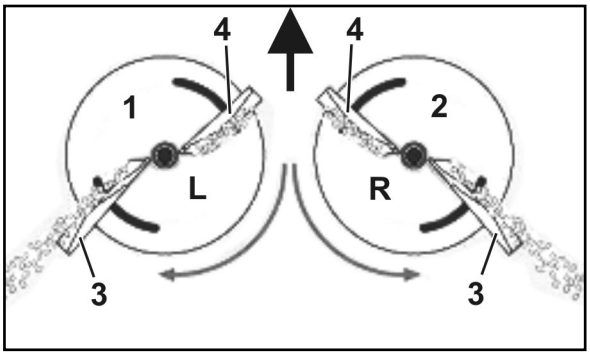

Fig. 19
- linke Streuscheibe (Fig. 19/1) mit Markierung **L**.
- rechte Streuscheibe (Fig. 19/2) mit Markierung **R**.
- Lang (Fig. 19/3) - Einstellskala mit Werten von 35 bis 55.
- Kurz (Fig. 19/4) – Einstellskala mit Werten von 5 bis 28.